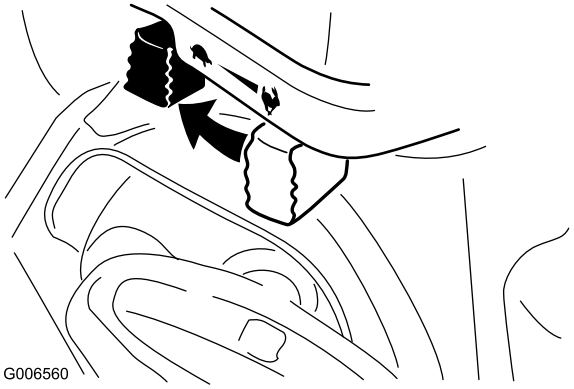

Figur 25
1. Flyt gashåndtaget til positionen Slow (langsom) og dernæst til positionen Stop (Figur 25).